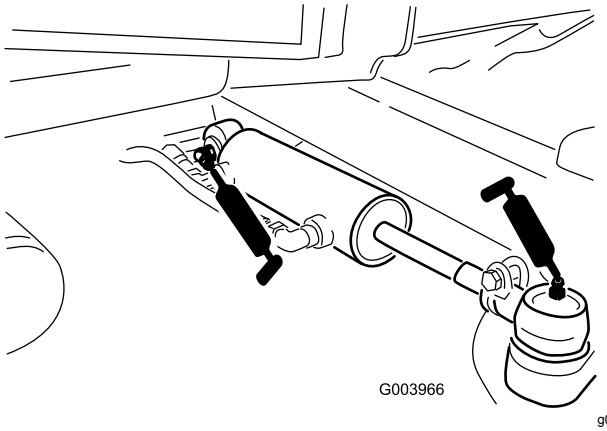

**Figur 82**
- Styrcylinderns kulleder (2) (Figur 82)